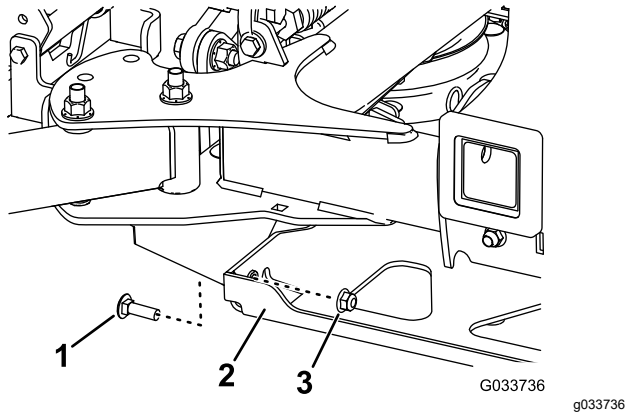

Figura 86
4. Retire los 2 pernos y las 2 tuercas que conectan el soporte del puntal con el bastidor (Figura 86).
4. Instale los 2 pernos que guardó para conectar el soporte del puntal con el bastidor (Figura 86).